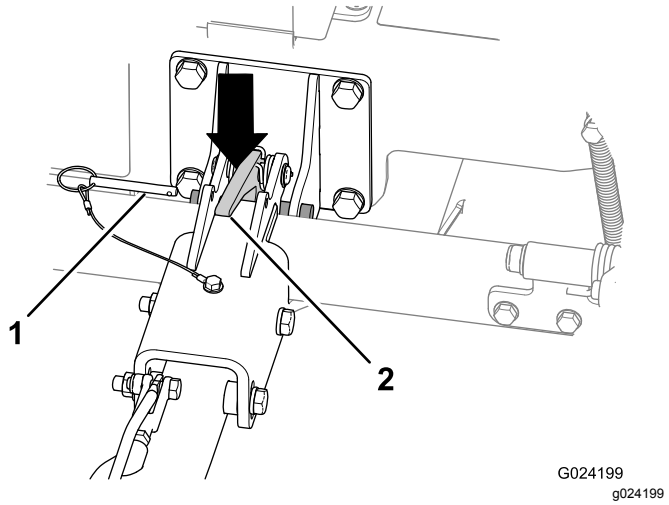

Rysunek 27
A. Wysunąć kołek zabezpieczający (Rysunek 27).
C. Nacisnąć na zaczep haka, aby odblokować hak (Rysunek 27).